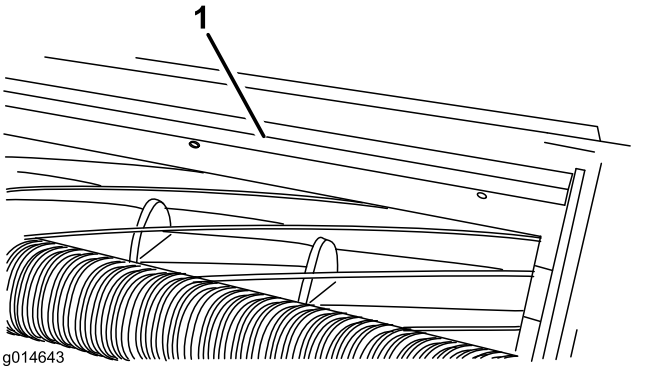

Figur 19
1. Løsn skruerne, som fastholder den øverste stang (Figur 19) til klippeenheden.